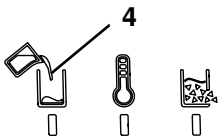

図 12
- ♦「加熱/運転準備完了」インジケータ（5、図12）が消灯しています。